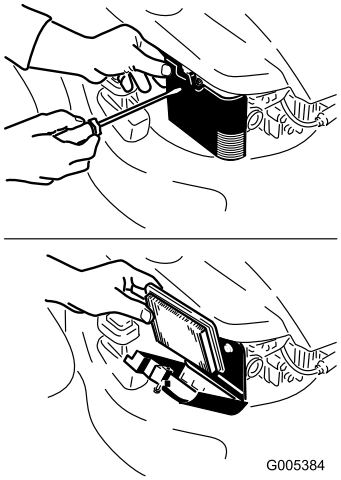

Figura 28
2. Aprite il coperchio del filtro dell'aria ed estraete il filtro da sostituire (Figura 28).